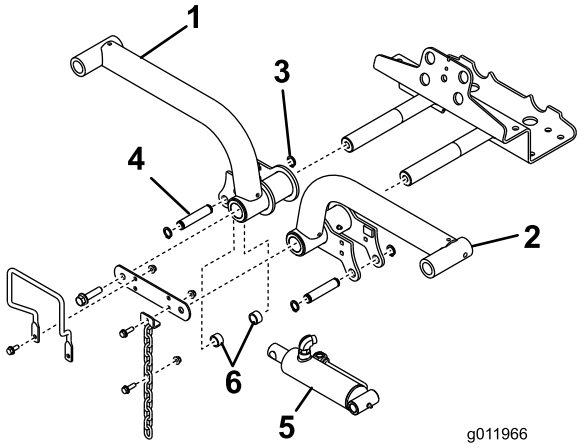

Figur 15
4. Indsæt løftearmene på løftearmenes drejeaksler (Figur 15) og fastgør hver med løftearmenes drejeakselled og boltene, der før blev fjernet.
6. Fastgør løftecylinderens højre ende til den højre løftearm med en tap og 2 afstandsstykker ((Figur 15),). Fastgør den med en låsering.